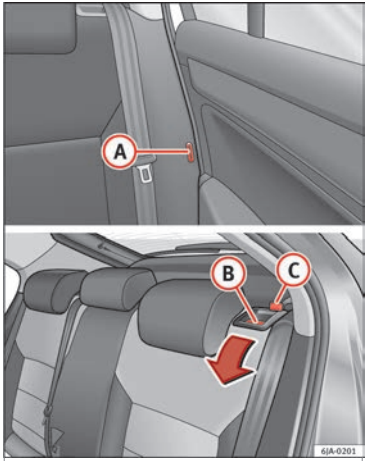

Fig. 63 Unlocking the backrest.
– Insert the seat belt latch plate into hole (A) ››› **Fig. 63** located on the corresponding side of the vehicle – safety position.
– Press the lock button (B) to unlock the backrest and fold it forward.